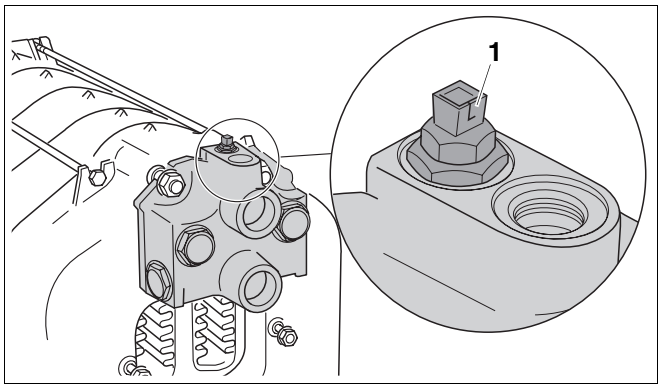

Fig. 47 Avvitamento della sonda caldaia
- Avvitare il riduttore con la sonda caldaia (➔ fig. 47).